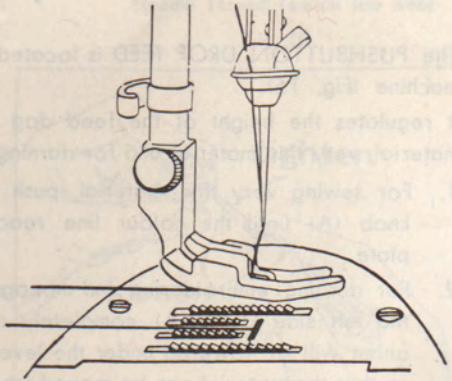

Fig. 13
4. Place both ends of the upper and lower thread under and to the back of the presser foot (Fig. 13).